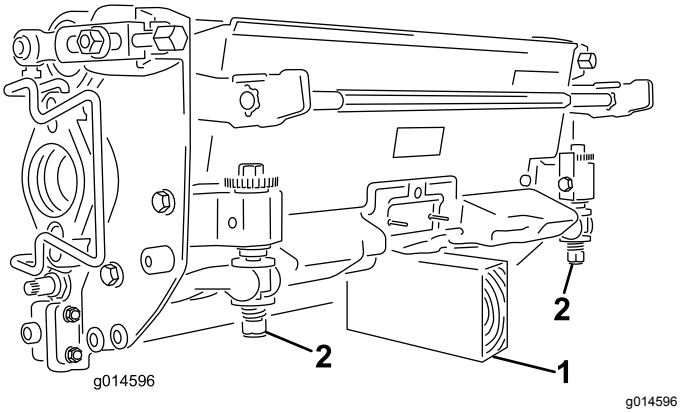

**Figuur 50**
***Belangrijk:*** **Als u het maaidek moet kantelen, ondersteun de achterkant van het maaidek dan om te verzekeren dat de moeren van de instelschroeven van de snijbalk niet op het werkvlak rusten (Figuur 50).**